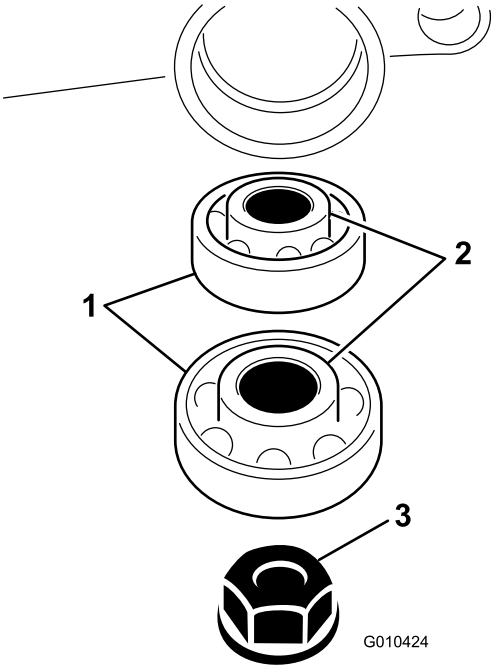

Figuur 10
10. Plaats de lagers op de groomeras in de groomerbehuizing (Figuur 10).
11. Bevestig de groomeras aan de groomerbehuizing met een moer (3/8 inch), zoals getoond in Figuur 10.